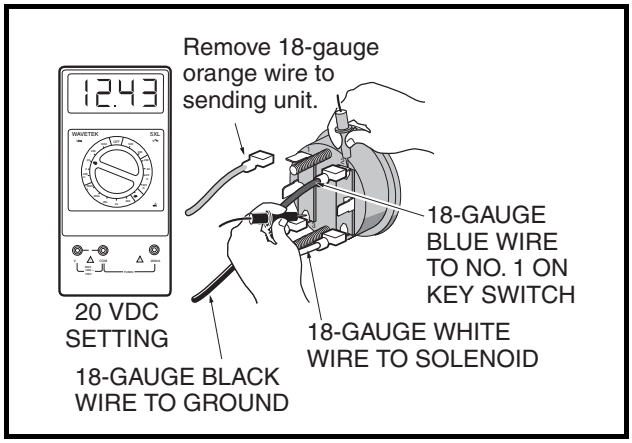

Figure 11-40 Fuel Gauge Test
5. Set a multimeter to 20 volts DC and place the red (+) probe of the multimeter on the (2) terminal of the fuel gauge/hour meter with the blue wire. Place the black (–) probe on the (3) terminal of the fuel gauge/hour meter with the black wire **(Figure 11-40, Page 11-39)**.
7. Turn the key switch ON. The voltage reading should be the same as the battery voltage reading recorded earlier. If not, check the continuity of the blue and black wires **(Figure 11-40, Page 11-39)**.